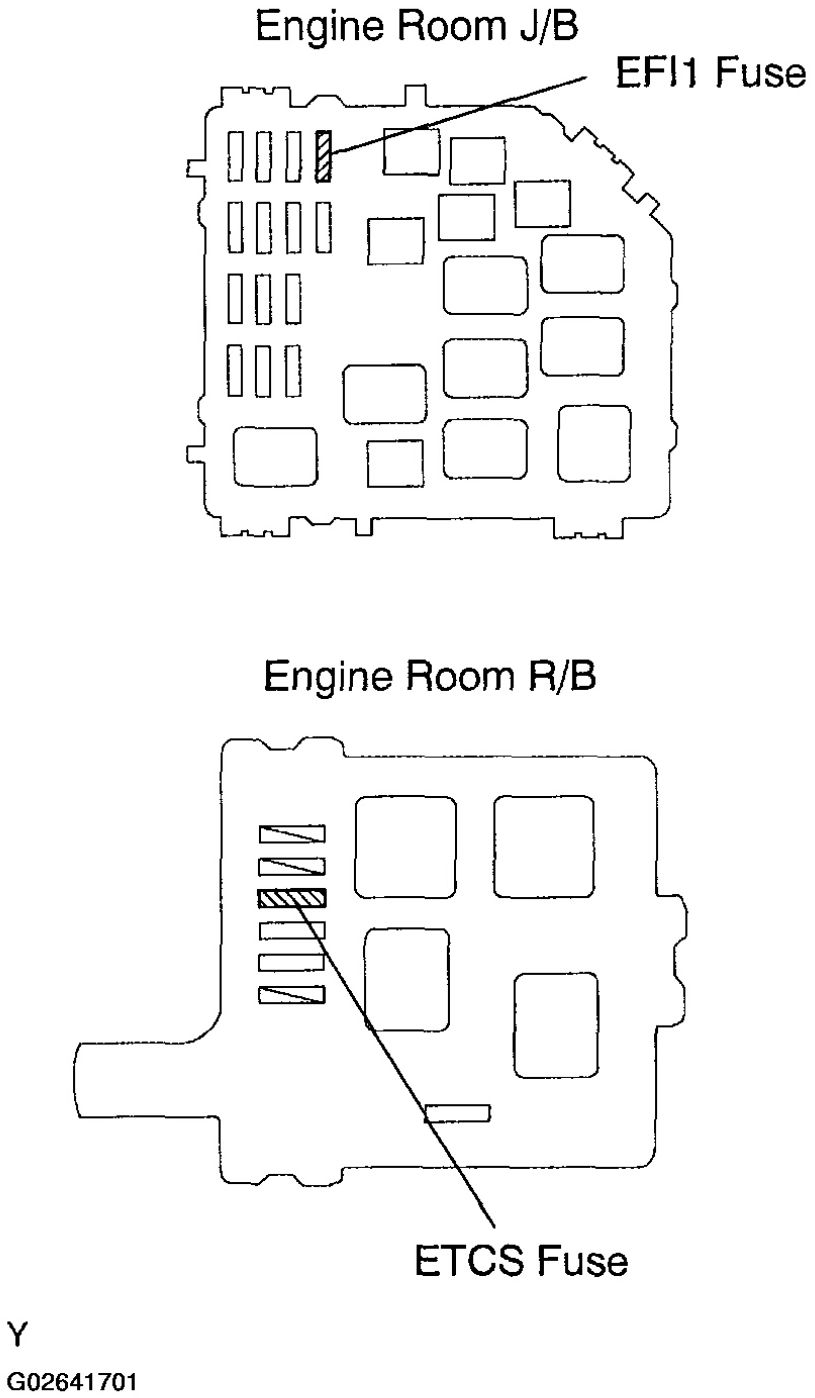

Fig. 7: Identifying EFI1 Fuse & ETCS Fuse
1. Remove the EFI1 fuse from the engine room J/B and ETCS fuse from the engine room R/B for more than 60 seconds (See **Fig. 7**). Or, disconnect the battery terminal for more than 60 seconds. After disconnecting the battery terminal, perform the "INITIALIZE" procedure (see **PRE-CHECK**).